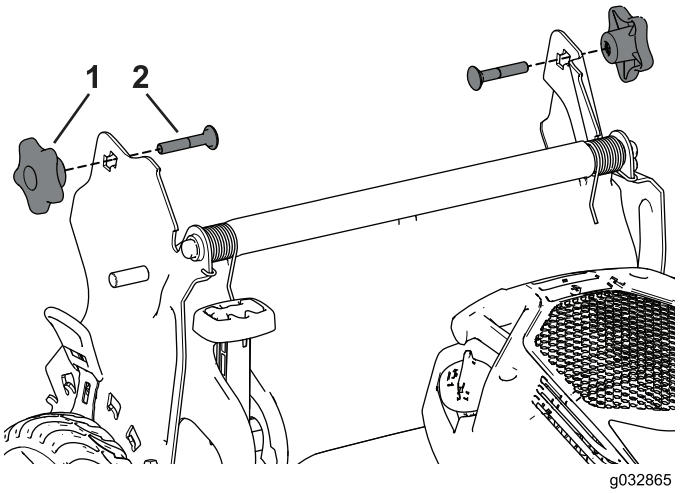

Figur 29
3. Indsæt bræddebolten (med bolthovedet mod indersiden) gennem håndtagsbeslaget og det øverste hul i håndtagsenden. Sørg for, at firkanterne på hver bræddebolt passer ind i det øverste eller nederste firkantede hul i det relevante håndtagsbeslag (Figur 29).